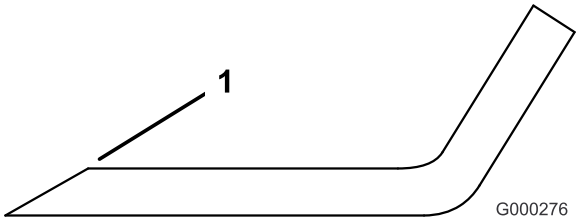

Figur 84
1. Slipa eggarna i båda ändar av kniven med en fil (Figur 84). Behåll ursprungsvinkeln. Kniven behåller balanseringen om samma mängd material avlägsnas från båda eggarna.